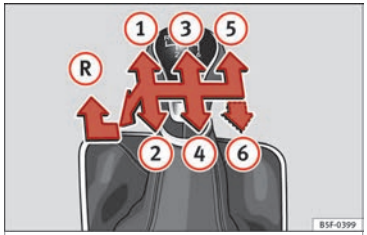

Fig. 52 Gear shift pattern of a 5 or 6-speed manual gearbox
The position of the gears is indicated on the gearbox lever ››› **Fig. 52**.
- With the gearbox lever in neutral, push it upwards, move it to the left as far as it will go and then forwards to select reverse ››› Fig. 52 Ⓡ.